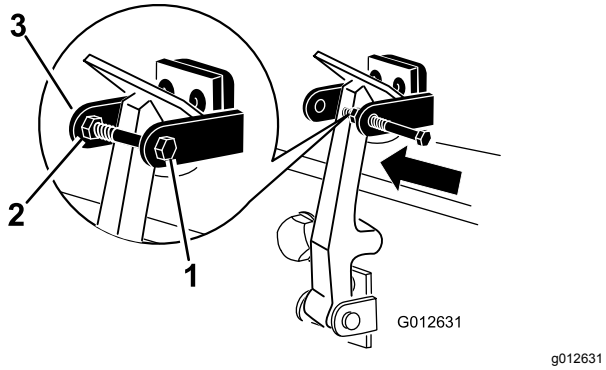

Figur 6
7. Skruva i skruven i den andra armen på motorhuvens låsfäste för att låsa spärren på plats (Figur 6). Dra åt skruven ordentligt, men dra inte åt muttern.